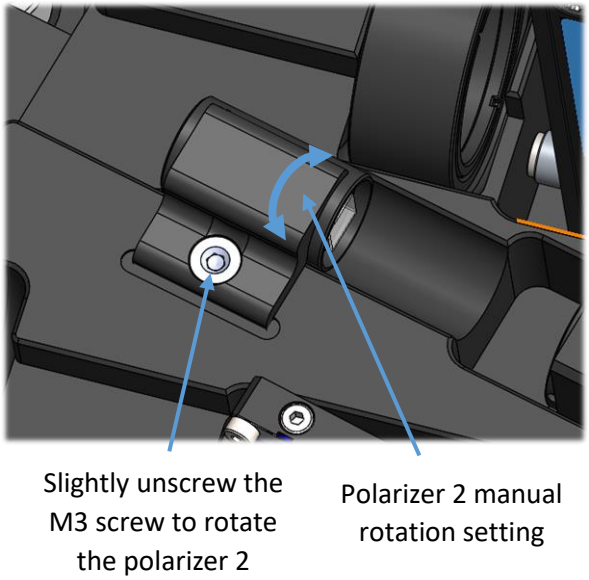

Figure 8.6: 2nd polarizer setting
• Slightly rotate the second polarizer using the setting shown on figure 8.6 to minimize the signal intensity.